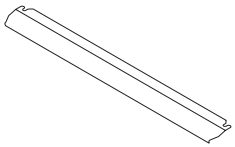

Figura 26
1. Un panel de seguridad está diseñado para proteger el panel de mandos y los botones cuando el horno está en modo de cocinar a la parrilla. (figura 26)